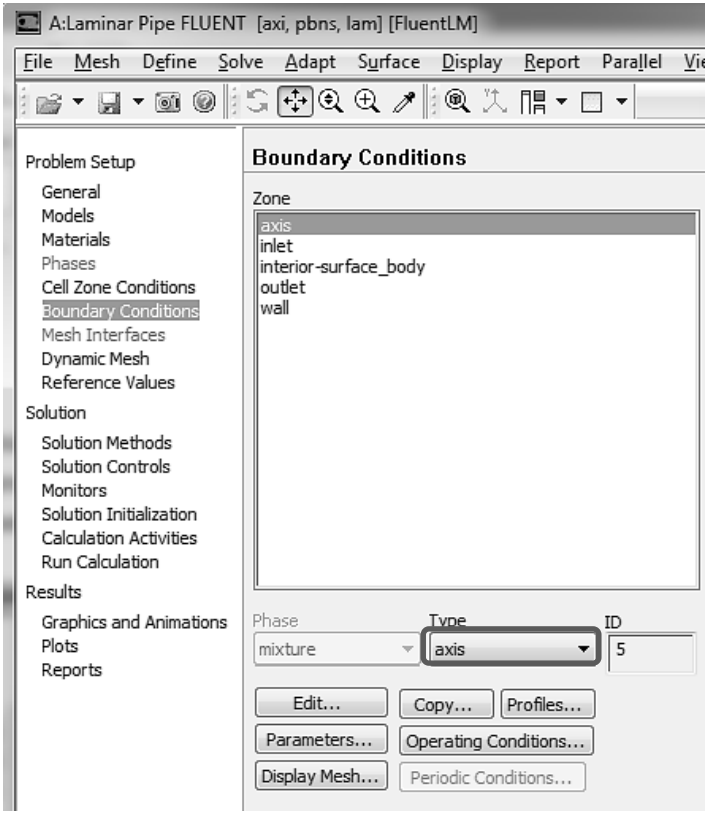

Рис. 45.
6) Задаем условия на оси симметрии: Boundary Conditions→Zone (axis). Меняем значение Type на axis, рис. 45. В появившемся окне Question кликаем Yes, а в окне Axis – на OK.